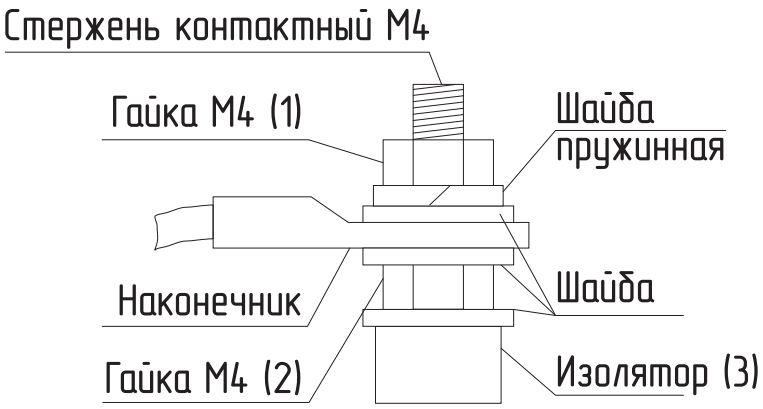

Рис. 14 Присоединение проводов к выводам блок ТЭН
- Гаек на контактных стержнях ТЭН с усилием 1,8 Нм (см. **Рис. 14**);
- При замене блока ТЭН присоединение фазных проводов к выводам блока ТЭН производить согласно **Рис. 14**. Сечение кабеля указано в **Табл. 2**, **Табл. 3**;
- Провод нейтрали N подключить на перемычку блока ТЭН (**Рис. 14**).